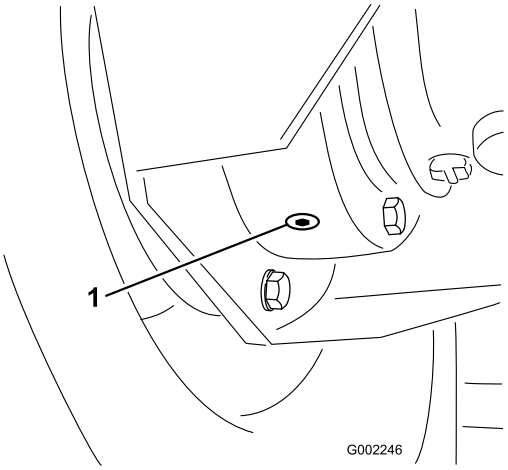

Figur 47
4. Anbring en bakke under den inderste aftapningsprop, og fjern den (Figur 47).